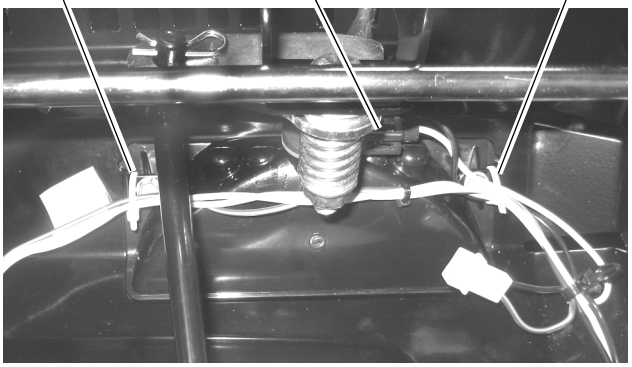

Figure 11
2. Secure wires to frame using cable ties (item 8). Use additional cable ties or electrical tape to secure wires underneath the control panel if necessary. See Figure 11.